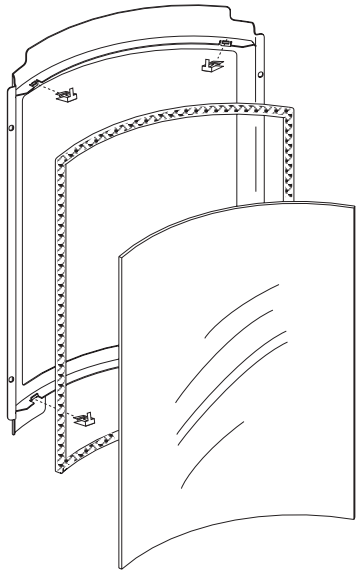

Figure 61. 156817 Glass Replacement Kit includes gasket and spare retainer clips.
6. Lay the glass panel within the glass frame and press the tabs back down or press the clips in place as shown in fig. 61.